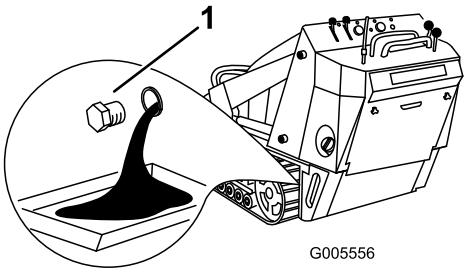

**Figuur 32**
4. Verwijder de aftapplug (Figuur 32).